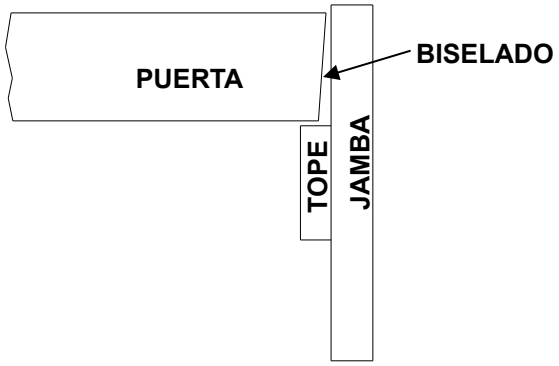

Figura 2
4. Si su puerta existente tiene un biselado, el mismo se debe hacer en la puerta nueva, según se muestra en la figura 2. La mayoría de las puertas están biseladas aproximadamente de 3º a 5º para que la puerta no roce o se adhiera a la jamba cuando se cierra.